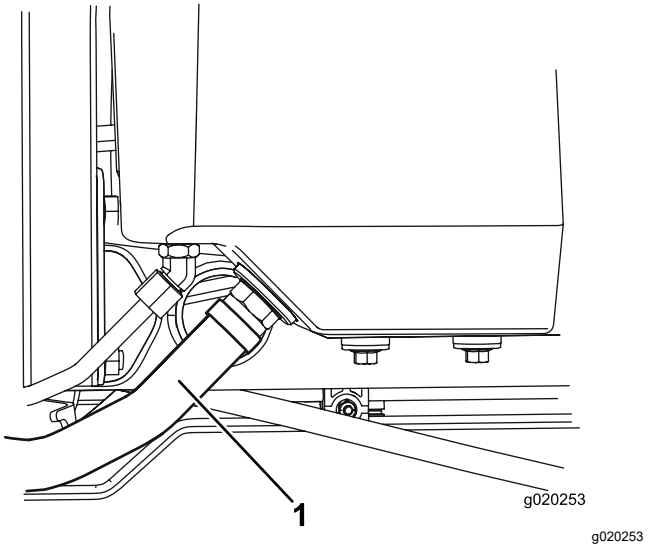

Figur 78
2. Koppla bort den stora hydraulslangen (Figur 78) från tanken och låt hydraulvätskan rinna ut i ett kärl.